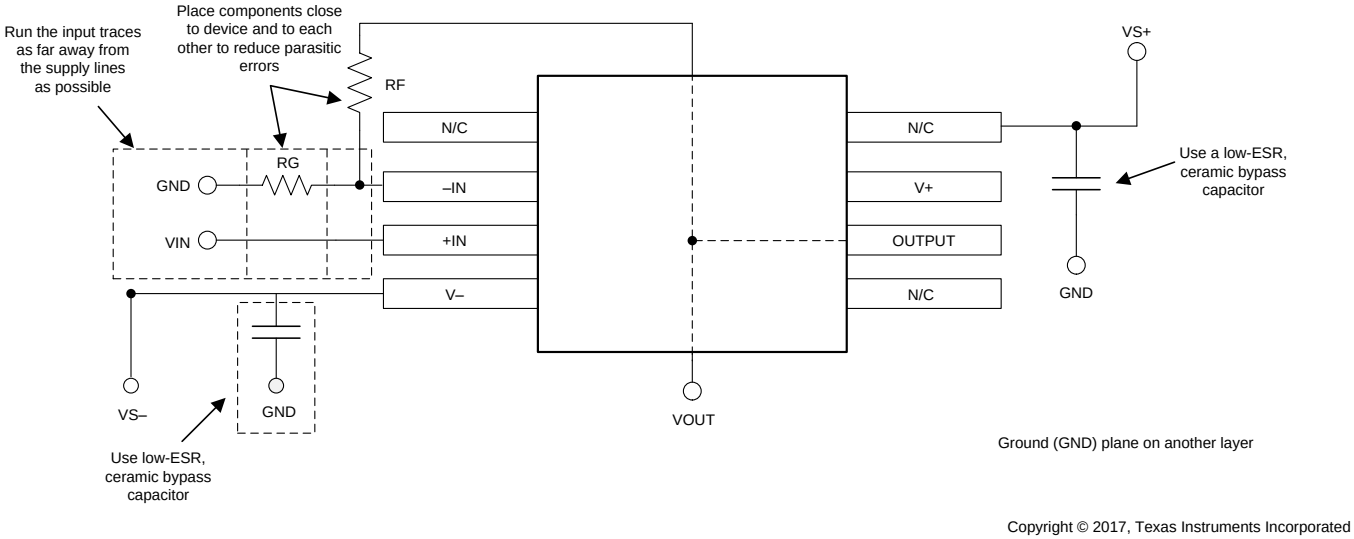

Figure 33. Operational Amplifier Board Layout for Noninverting Configuration
- Place the external components as close to the device as possible. As shown in Figure 33, keeping RF and RG close to the inverting input minimizes parasitic capacitance.